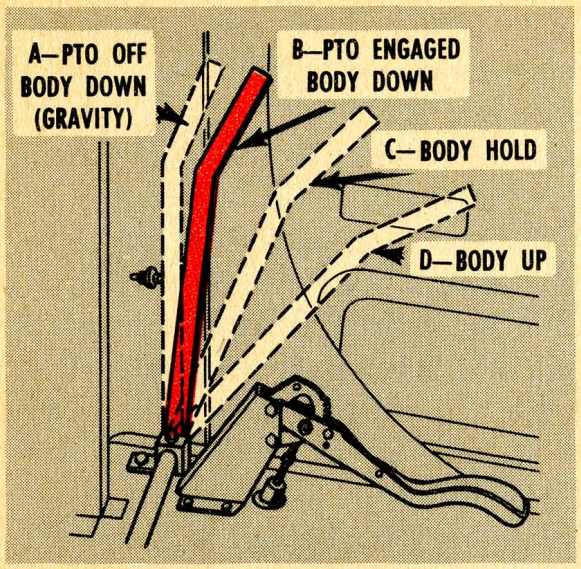

Fig. 2—Throw'er into (B) position and then operate the pump for at least a full minute.
the control lever to (A) position (Fig. 2) and lets the body slam down. If you don't get rid of this pressure, you'll think you brought in an oil well when you remove that filler plug. So do it this way:
First, raise and lower the body about two or three times. Next, shove the dump-body control-lever to (B) position (Fig. 2) and operate the pump for at least one minute to get rid of the pressure. **Then,** remove the filler plug and check the oil level.